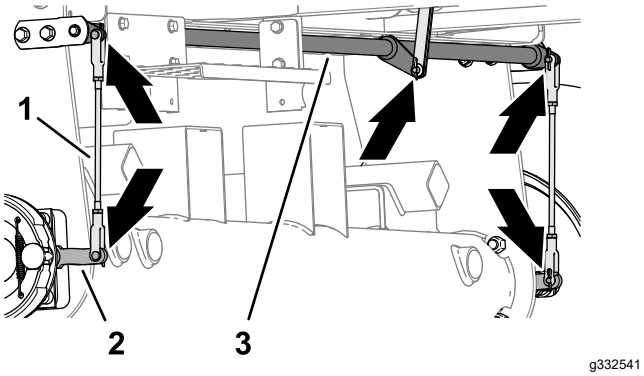

Figur 84
1. Kontrollera om det finns skador eller slitage på den vänstra eller högra bromsstångsenheten (Figur 84).
2. Kontrollera om det finns skador eller slitage på bromsvridaxeln (Figur 84).